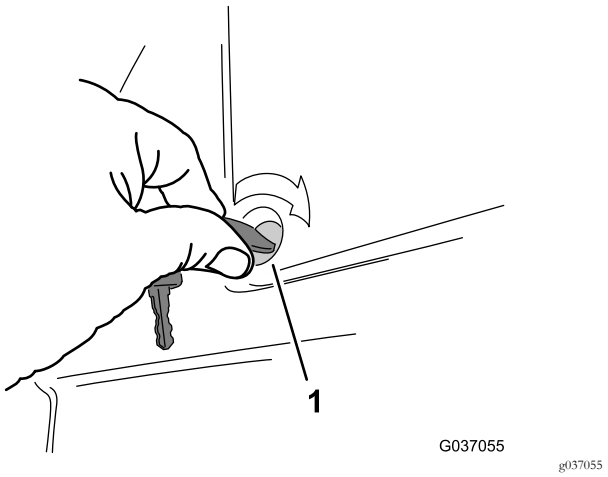

Figure 42
3. Fixez le couvercle à la plate-forme en tournant les 2 fixations quart-de-tour dans le sens horaire (Figure 42).